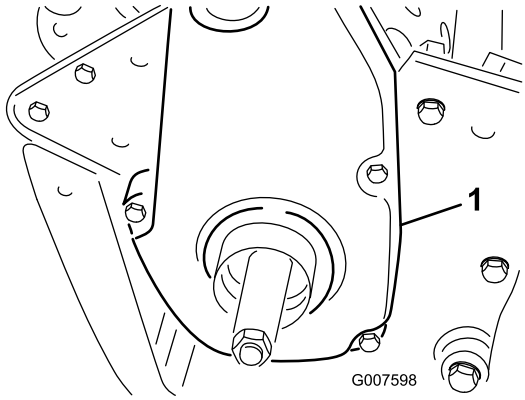

Bild 30
1. Nehmen Sie die Befestigungsschrauben der Riemenabdeckung und die Riemenabdeckung ab, um den Riemen zugänglich zu machen (Bild 30).